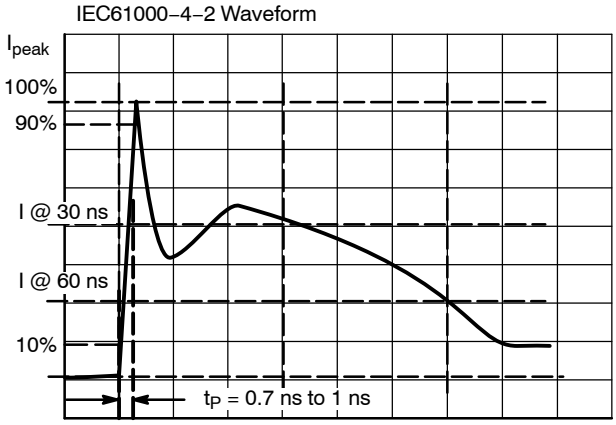

Figure 3. IEC61000−4−2 Spec
1. For test procedure see Figures 3 and 4 and application note AND8307/D.